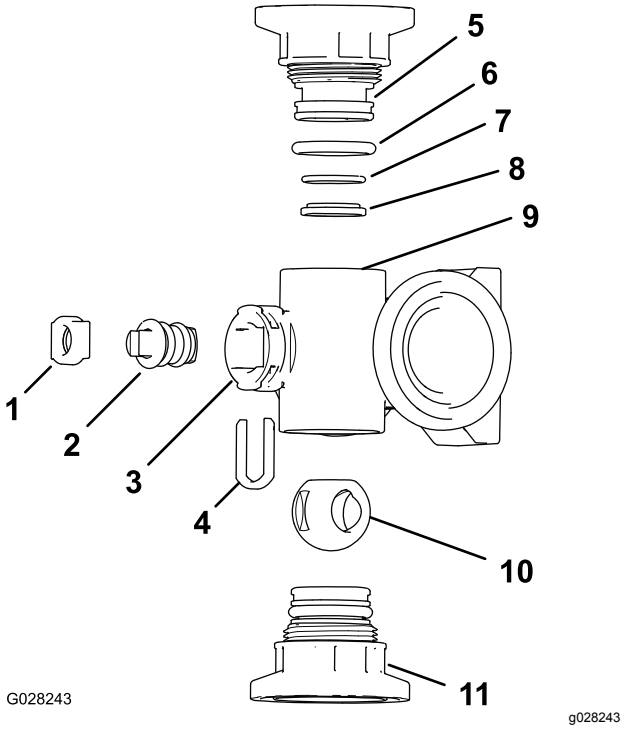
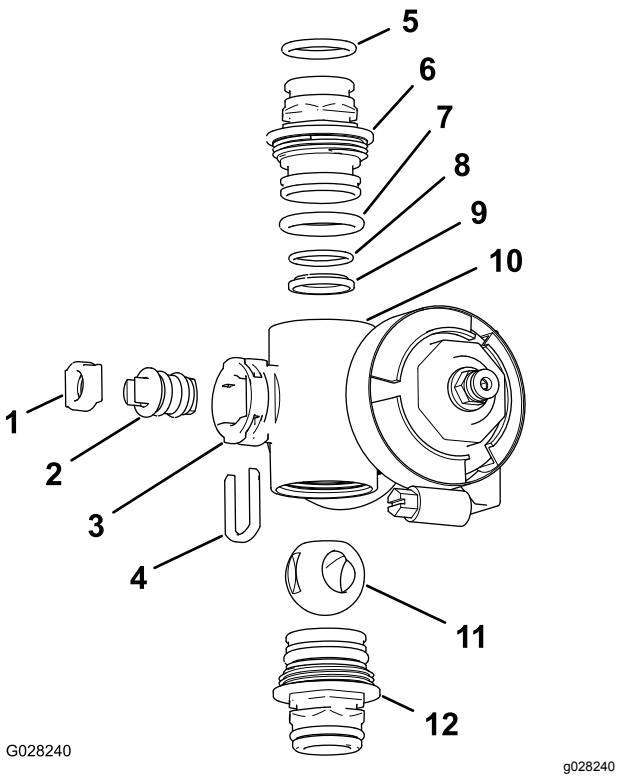

Figur 123
Figur 124
2. Ta bort ändkåpans två fästen från respektive ände av grenrörshuset (Figur 123 och Figur 124).
4. Ta bort ventilskafthållaren från hålen i grenrörets skaftport (Figur 123 och Figur 124).
5. Ta bort ventilskafthållaren och ventilskaftets säte från grenröret (Figur 123 och Figur 124).
6. Ta bort ventilskaftenheten inuti grenrörshuset (Figur 123 och Figur 124).
1. Kontrollera att utloppskopplingens o-ringar (endast sektionsventilens grenrör), ändkåpans o-ringar, bakre sätets o-ringar och kullagret inte är skadade eller slitna (Figur 123 och Figur 124).
2. Stryk på silikonfett på ventilskaftet och montera det i ventilskaftsätet (Figur 123 och Figur 124).
3. Montera ventilskaftet och sätet på grenröret och fäst dem med ventilskafthållaren (Figur 123 och Figur 124).
4. Kontrollera att bakre sätets O-ring och kullagret är inriktade och sitter ordentligt i ändkåpans fäste (Figur 123 och Figur 124)
5. Montera ändkåpans fästenhet på grenrörshuset tills flänsen på ändkåpans fäste vidrör grenrörshuset (Figur 123 och Figur 124), och vrid sedan ändkåpans fäste ytterligare ett åttondels till ett kvarts varv.